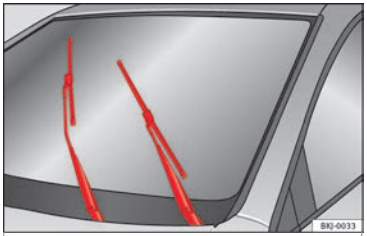

**Fig. 91** Wipers in service position.
- Turn the ignition on and off and then (within approximately 9 seconds) push the windscreen wiper lever down (short wipe). The windscreen wipers will move to the service position ››› Fig. 91.